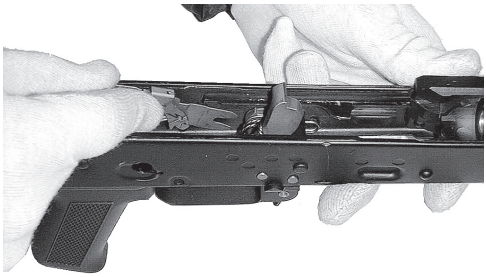

Rys. 91. Przyłączanie mechanizmu przerywacza serii
- przyłączyć mechanizm przerywacza ognia ciągłego (serii): wkładać go z lewej strony (rys.91) komory zamkowej, tak aby przednia część obejmy z widłowatym wycięciem weszła między ściankę komory zamkowej a urządzenie zapadkowe; wycięcie w obejmie wchodzi do podtoczenia pierścieniowego osi kurka i zabezpiecza ją przed wypadnięciem;